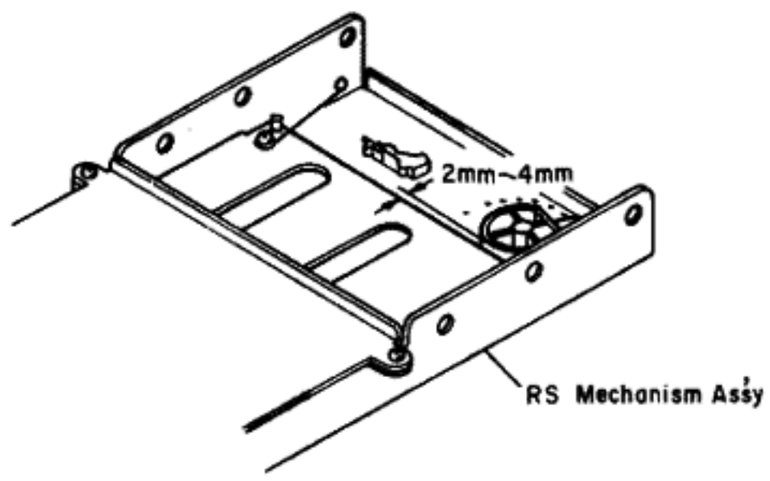

Fig. 2.4
(1) Pull out the connector CN-7 on the Logic P.C.B. Ass'y.
(2) Ground the test pin CAM B with a jumper wire to set the cassette case to its side A.
(3) Adjust VR502 to obtain a gap of 2 to 4 mm as shown in Fig. 2.4.
(4) Ground the test pins CAM B and CAM A with jumper wires to set the cassette case to its side B.
(5) Adjust VR503 to obtain a gap of 2 to 4 mm as shown in Fig. 2.4.
(6) Ground only the test pin CAM A with a jumper wire to set the cassette case to its eject position.
(7) Adjust VR501 to the position where the cassette case is about to start rotation.
(8) Repeat above steps (2) to (7) two or three times.
(9) Plug CN-7 into the original place.